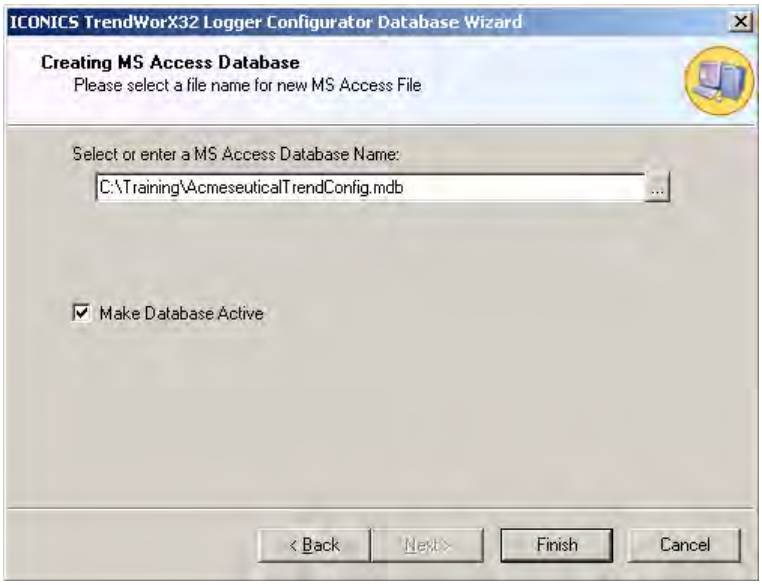

Figure L10.1 - Database Wizard: Database Name and Location
12. The Database wizard should look similar to Figure L10.1. Click on "Finish" to complete the database creation process. If the file name already exists, you may replace it.